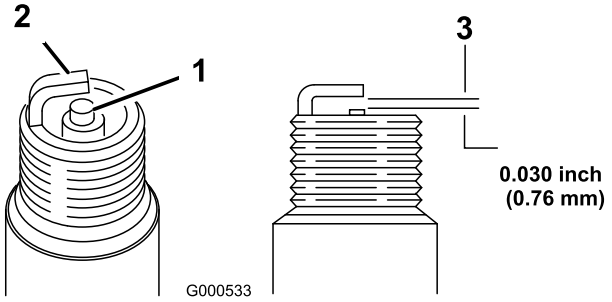

Figuur 26
5. Stel de elektrodenafstand in op 0,76 mm; zie (Figuur 26).